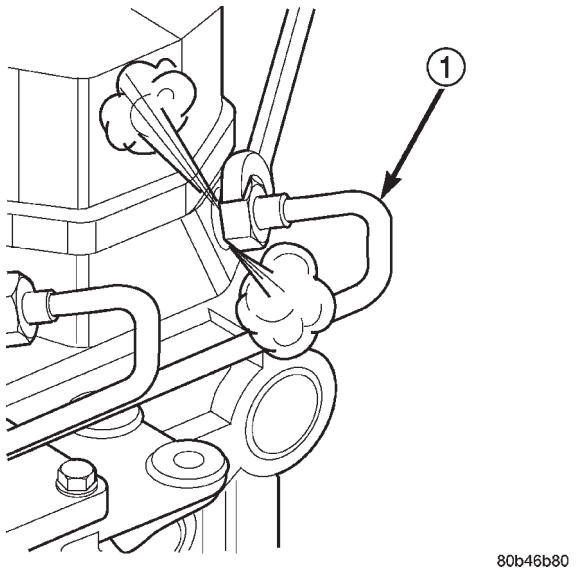

Fig. 12 Bleeding High-Pressure Fuel Lines at Injectors
(9) Thoroughly clean area around injector fittings where they join injector connector tubes.
(10) Bleed air by loosening high-pressure fuel line fittings (Fig. 12) at cylinders number 3, 4 and 5.
(11) Continue bleeding injectors until engine runs smoothly. It may take a few minutes for engine to run smooth.